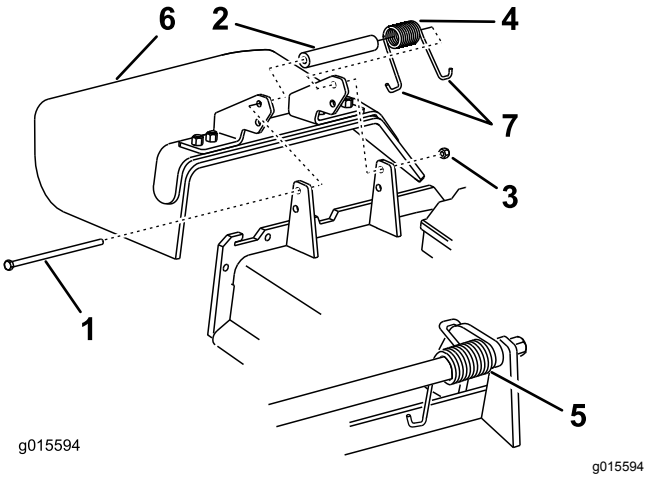

Rysunek 6
4. Odkręć nakrętkę zabezpieczającą, śrubę, sprężynę i element dystansowy mocujące deflektor do wsporników osi obrotu (Rysunek 6).
5. Zdemontuj deflektor trawy (Rysunek 6).